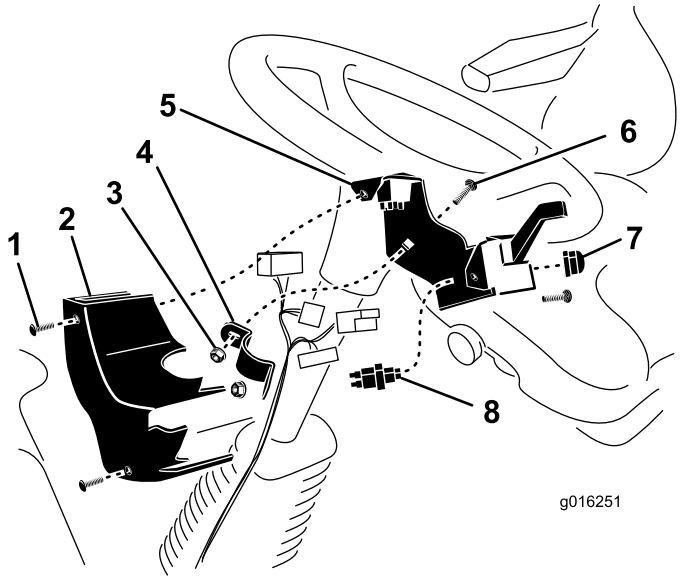

Figura 5
2. Monte o conjunto de suporte da coluna na parte traseira da coluna de direcção com a montagem de suporte da coluna, (2) parafusos de carroçaria 3/8 pol. x 1 pol. e porcas flangeadas 3/8 pol. Posicione o suporte da coluna o mais alto possível na coluna de direcção como se mostra em Figura 5. Certifique-se de que o suporte da coluna não interfere com o volante da direcção.
3. Depois de a cablagem estar ligada aos interruptores, monte a cobertura da coluna no suporte da coluna, (2) porcas de velocidade com parafusos (Figura 5).